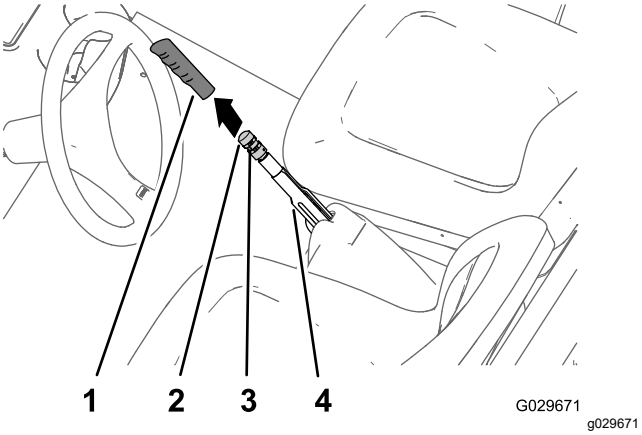

Figur 65
1. Fjern håndtaket fra parkeringsbremsespaken (Figur 65).
2. Løsne setteskruen som fester bremsejusteringsknotten til parkeringsbremsespaken (Figur 65).
3. Drei bremsejusteringsknotten til du oppnår en kraft på 133 til 156 N for å ta i bruk parkeringsbremsspaken (Figur 65).
4. Stram til setteskruen, og monter håndtaket (Figur 65).
2. Løsne setteskruen (Figur 65) som fester bremsejusteringsknotten til parkeringsbremsespaken, koble fra parkeringsbremsen og løsne bremsejusteringsknotten.
5. Drei bremsejusteringsknotten (Figur 65) til du oppnår en kraft på 133 til 156 N, som kreves for å ta i bruk parkeringsbremsspaken.
C. Drei bremsejusteringsknotten (Figur 65) til du oppnår en kraft på 133 til 156 N, som kreves for å ta i bruk parkeringsbremsspaken.
- Stram setteskruen, og monter håndtaket (Figur 65).